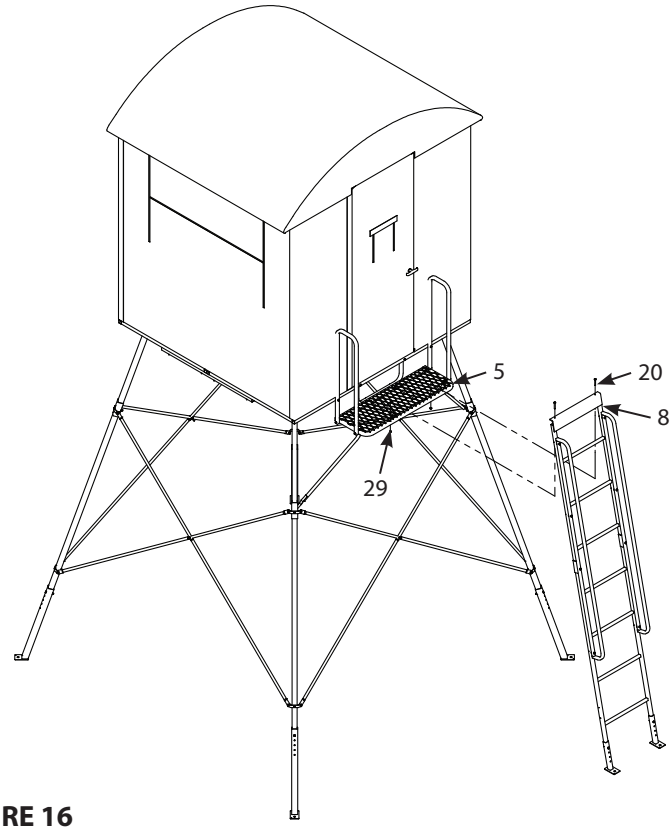

FIGURE 16
16. Using a step ladder, attach the ladder assembly to the entry platform (5) by positioning the attachment plate on the top ladder section (8) on top of the entry platform (5) and by using two 1/4-20 X 2 IN bolts (20) and 1/4-20 nuts (29). **DO NOT** climb the tower's ladder to bolt it to the entry platform! **SEE FIGURE 16.** *Securely tighten all loose hardware at this time.*